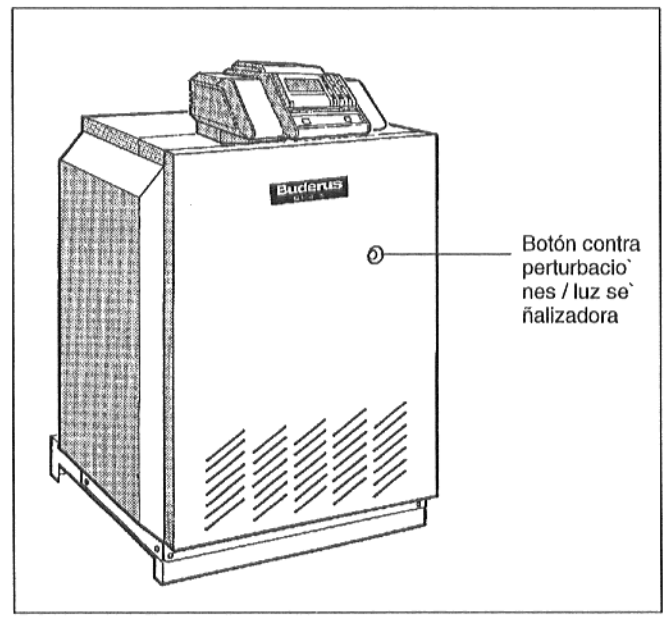

Fig. 3: Botón contra perturbaciones
- Si se enciende la luz de señalización en el botón contra perturbaciones (Fig. 3), presionar dicho botón.